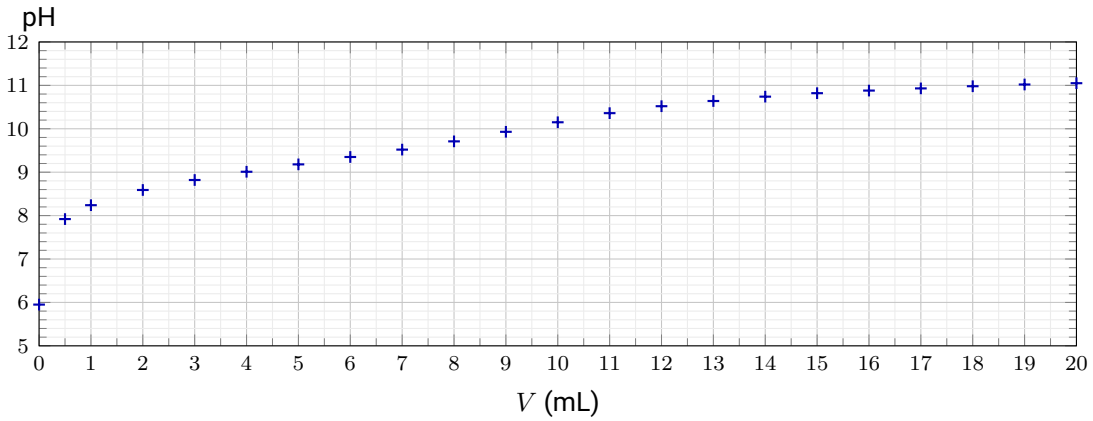

Figure 4 – pH du mélange en fonction du volume V de solution d'hydroxyde de sodium versé
2) À l'aide de la figure 4, indiquer quelle espèce du couple NH_4^+/NH_3 prédomine au début ($V = 0$) et à la fin ($V = 20\,mL$) du titrage. Justifier.
4) Pourquoi la figure 4 ne permet-elle pas de déterminer la quantité d'ions ammonium titrés ?